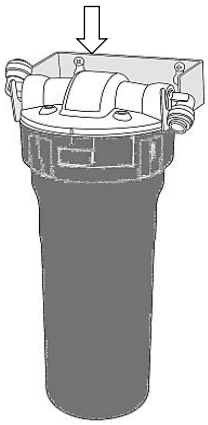

FIG 3B
7. Hang filter unit in bracket **with vent button at back** (fig 3B).